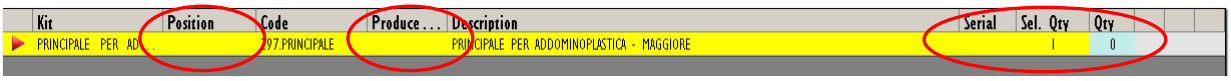

Fig 246
- Specify, where required, the data relating to the kit to be picked: the quantity, the serial number, the actual position of each kit (Fig 246).